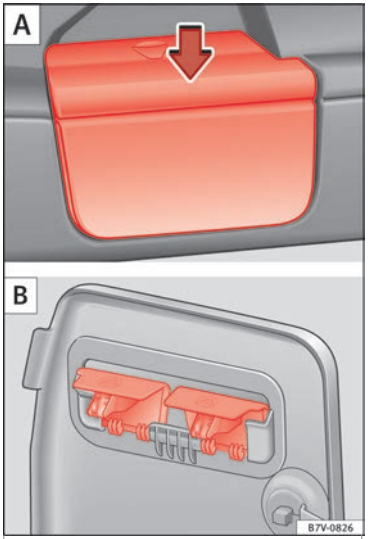

Fig. 164 Remove the shelf supports A then put them away safely B.
- Remove the shelf from the support in the side lining ››› Fig. 164 **A**. To do this, press the shelf upwards (arrow) and remove it.
- Open the compartment in the left-hand side boot lining ››› page 166 and hook the shelf to the rear of the compartment lid ››› Fig. 164 **B**.